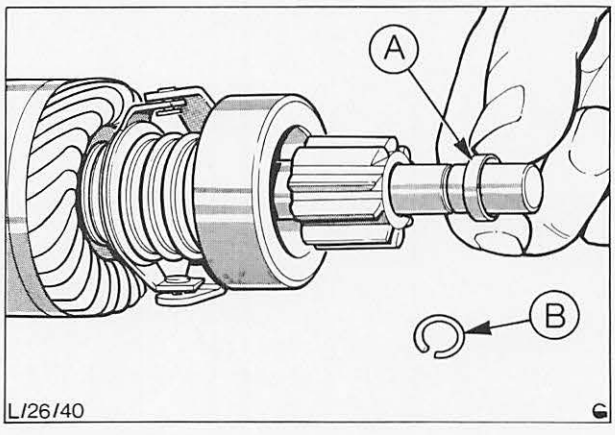

Abb. 43 A = Anlaufring
7. Um Antriebsritzel, Kupplung und Einrückgabel von der Ankerwelle abziehen zu können, Anlaufring „A", Abb. 43, mit einem passenden Rohrstück von dem Sicherungsring „B" trennen.